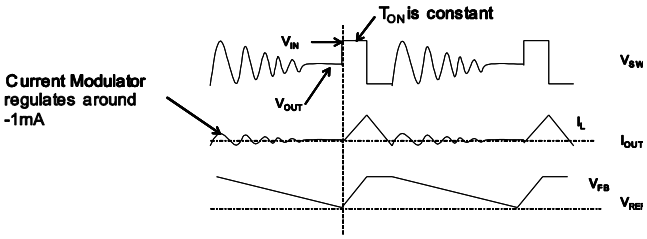

Figure 3—DCM Operation
DCM operation is shown in Figure 3. When V_{FB} is below V_{REF}, the HS-FET is turned on for a fixed interval, which is determined by the one-shot on timer. See Equation (1). When the HS-FET is turned off, the LS-FET is turned on until the inductor current reaches zero. In DCM operation, the V_{FB} does not reach V_{REF} when the inductor current is approaching zero. The LS-FET driver turns into tri-state (high Z) whenever the inductor current reaches zero. A current modulator takes over the control of the LS-FET and limits the inductor current to less than -1 mA. Hence, the output capacitors discharge slowly to GND through the LS-FET. As a result, the efficiency during a light-load condition is improved greatly. The HS-FET is not turned on as frequently during a light-load condition as it is during a heavy-load condition (skip mode).